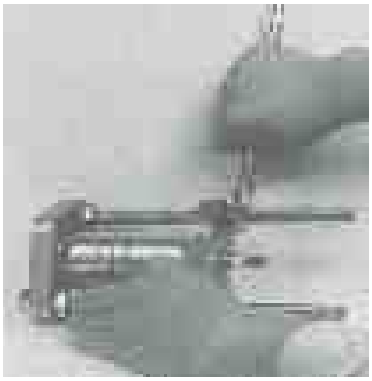

Fig.28
⑧ 締め付け治具で、シリンダの各継目が密着するまで（即ち、ボンネットと内部シリンダのロックリング溝がそれぞれ互いに一致する位置まで）シリンダの両端面を平行に圧着する（Fig.28）